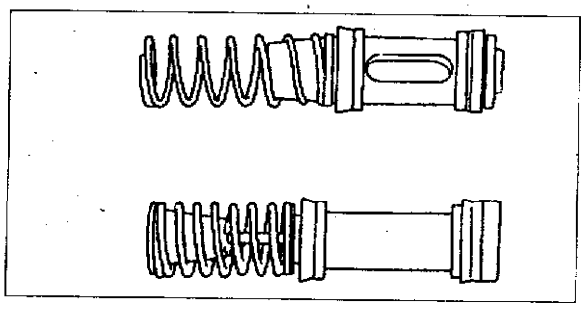

图 8－2－7
②安装限位帽时，如图 8－2－8 所示，爪向内弯曲。
③推入贮油罐油封，贮油罐装入总泵。